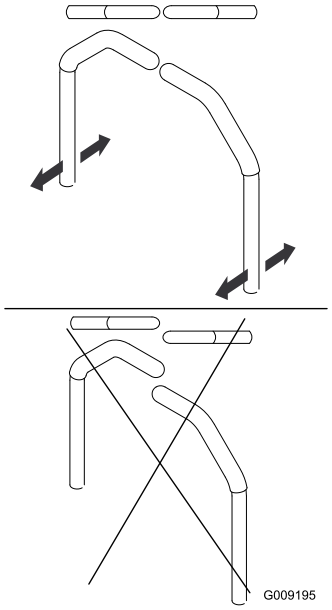

Figur 78
4. Juster håndtagenes position på langs ved at sætte håndtagene sammen i neutral position og skubbe til dem, indtil de er placeret korrekt. Stram derefter boltene (Figur 78).